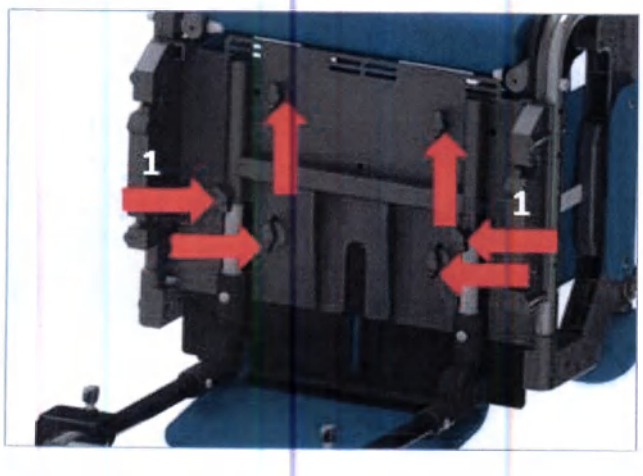

Рис. 19 *Кнопки фиксации сидения*
Ослабьте все кнопки фиксации сидения *Рис. 19.*
Потяните основание сидения в нужное положение, *Рис. 20,* затем затяните фиксатор (1) пока не возникнет заметного сопротивления. *Рис. 19.*
Ослабьте фиксаторы *Рис. 19*, раздвиньте / сдвиньте боковые опоры для бедер. Их конструкция позволяет установить необходимый угол *Рис. 21*. После установки необходимого положения затяните фиксаторы.